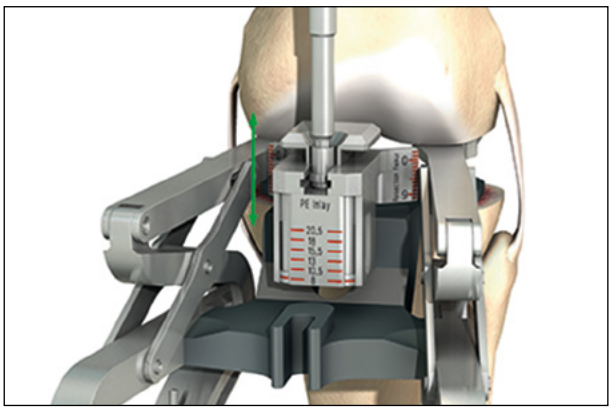

Fig. 19 Rregullimi i Inlay
- Nëse niveli i rezeksionit është < 0 mm, rregulloni trashësinë e shtresës së brendshme me vidhën e vendosur (Fig. 19)